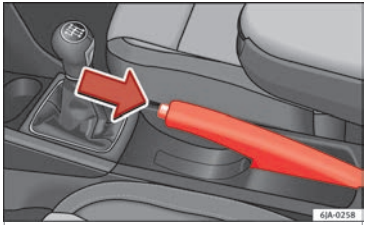

Fig. 176 Centre console: handbrake.
– Pull the handbrake lever up slightly and press the unlock button **at the same time** ››› **Fig. 176**.